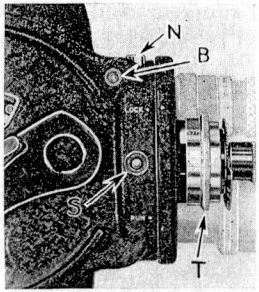

FIGURE 17
When it is desired to turn the turret to take a scene through another lens, grasp the edge of the head and revolve it in either direction until the desired lens is in position. An audible click tells when the lens is properly seated, as does a feeling of the revolving motion being automatically stopped at the correct spot and the registration of the index mark on the turret head with the word "Run" on the camera proper. (See Figure 17, page 27.) *The starting button is automatically locked until a lens is correctly seated*—a feature which saves film and disappointments.
(N, Figure 17, Page 26) to begin taking motion pictures.
31. The starting button of the Filmo 70-DA Camera may be locked, if desired, to prevent accidental starting of the camera. This is done by revolving the turret so that any one of the three index marks on the edge of the turret head falls opposite the word "Lock" (Figure 17, Page 26) on the camera proper. To release, turn the turret until the desired lens is at the aperture, when an index mark will fall opposite the word "Run."
33. Revolve the turret head to bring the lens to be focused into the position of the lens T, in Figure 17, where it is held fast and in proper alignment by a safety catch, which gives the feeling of the revolving motion of the turret being stopped. Then point the camera to the object you desire to photograph and sight through the eyepiece (S, Figure 17). If you hold the camera right side up or have it on a tripod you will see, in a circular field, an inverted and greatly magnified image of the central portion of your subject. If you find it more convenient to see a non-inverted image, hold camera on its side.